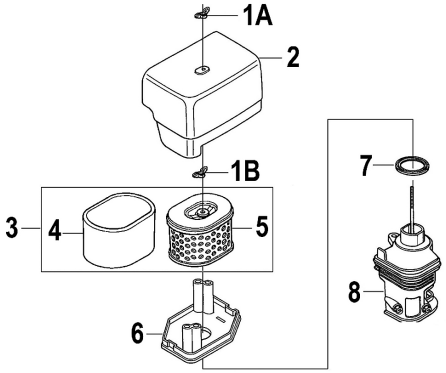

Рис. 26 Обслуживание воздушного фильтра
1. Открутите барашковую гайку 1А и снимите крышку 2 воздушного фильтра (Рис. 26).
2. Открутите барашковую гайку 1В и извлеките из корпуса воздушный фильтр 3 в сборе (Рис. 26).
3. Проверьте целостность и чистоту фильтрующих элементов. Поролоновый (предварительный) фильтрующий элемент 4 установлен на корпусе бумажного фильтрующего элемента 5 (Рис. 26).
4. При незначительном загрязнении промойте поролоновый фильтрующий элемент 4 (Рис. 26) теплым мыльным раствором и просушите. Поврежденный или сильно загрязненный поролоновый фильтрующий элемент замените.
5. Произведите очистку корпуса 8, опоры крышки 6 и крышки 2 воздушного фильтра, не допуская попадания пыли и грязи в воздуховод, ведущий к карбюратору (Рис. 26).
7. Перед установкой воздушного фильтра убедитесь, что уплотнительное кольцо 7 воздушного фильтра находится на месте и не имеет повреждений (Рис. 26).